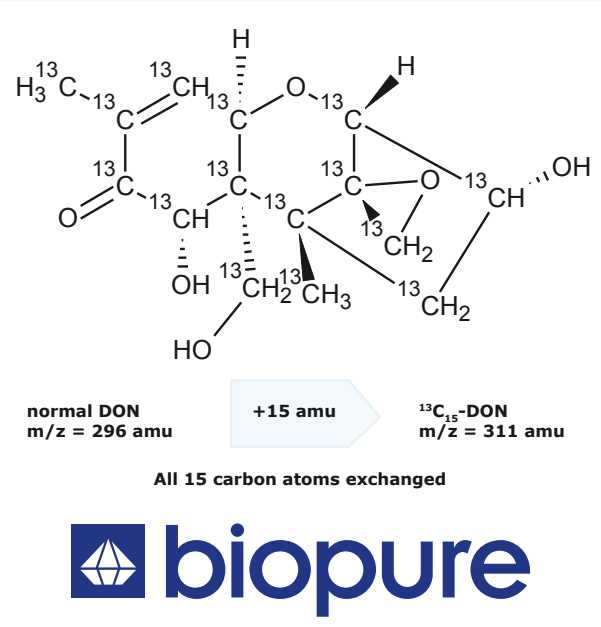

Figure 4. *Chemical structure of $^{13}C_{15}$ Deoxynivalenol*
^{13}C-isotope labelled mycotoxins are one application of an internal standard (IS) used in mass spectrometry. All carbon atoms in the molecule are substituted by the stable carbon isotope ^{13}C (*see Figure 4*).